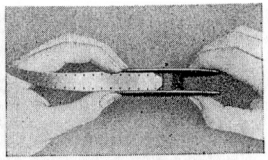
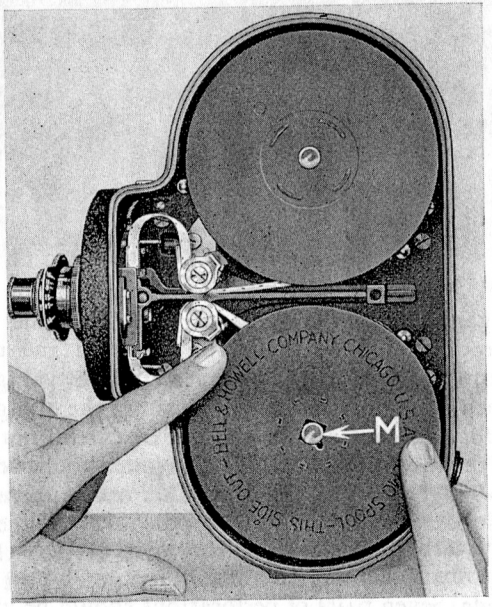

Figure 10
Figure 11
11. Insert the end of the leader in the take-up spool hub slot, as shown in Figure 10. Revolve the spool to the right (clockwise) to take up the slack. Then place over the take-up spindle M, Figure 11.